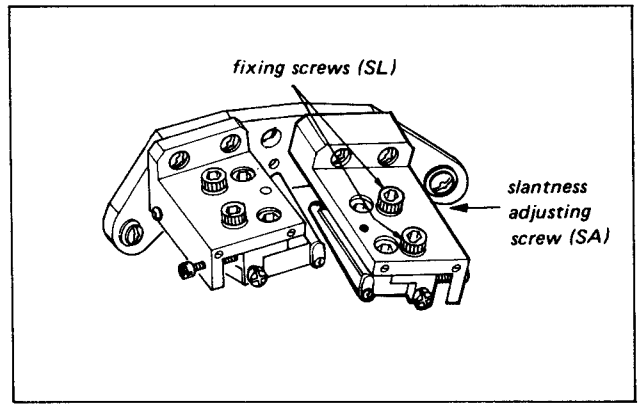

Fig. 10-12. Slant adjustment ("T" side guide block)
13. Loosen the two "SL" screws 1/2 turn. (Fig. 10-12)